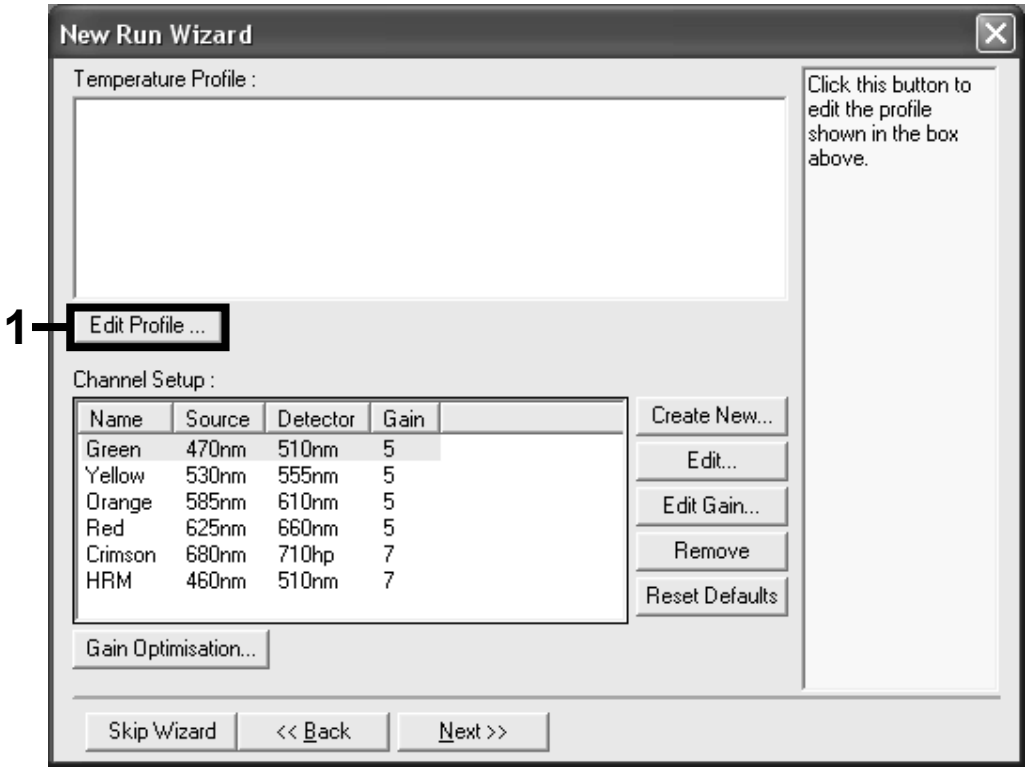

Figure 3. Editing the profile.
10. **Click the "Edit Profile" button in the next "New Run Wizard" dialog box (Figure 3), and program the temperature profile according to the information in the following steps.**